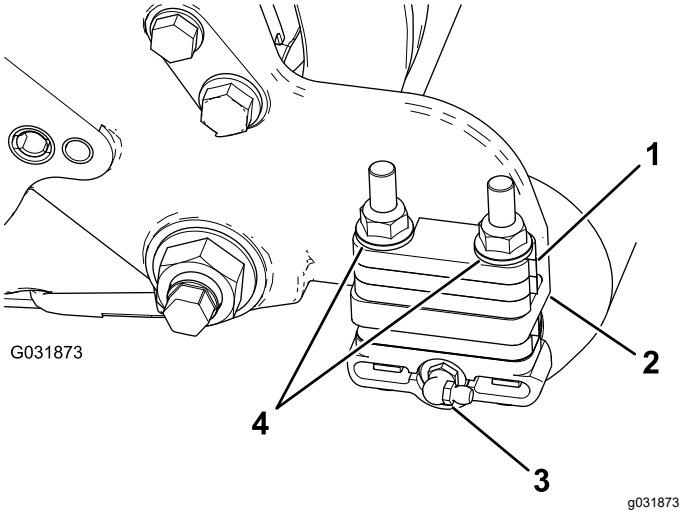

Figur 9
1. Fjern smørenippelen for valsen fra den siden av klippeenheten der valsebørstehuset er (Figur 9).
3. Fjern de to flensmutrene som fester hver valsebrakett til sideplatene (Figur 9).